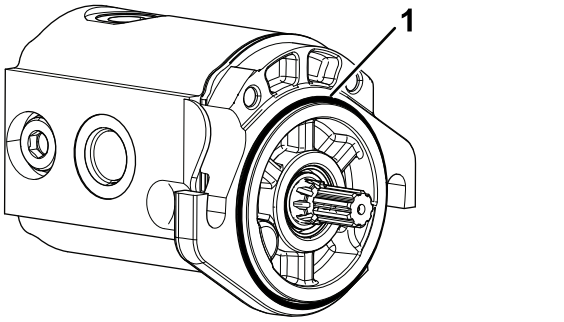

Figura 7
5. Montate l'o-ring sul motore dei cilindri (Figura 7).